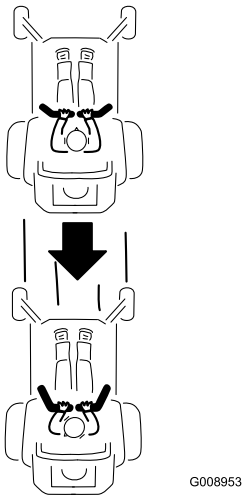

Figur 18
2. Se bagud og træk langsomt bevægelseshåndtagene tilbage for at bakke (Figur 18).
Kør lige ud ved at påføre begge bevægelseshåndtag samme tryk (Figur 18).